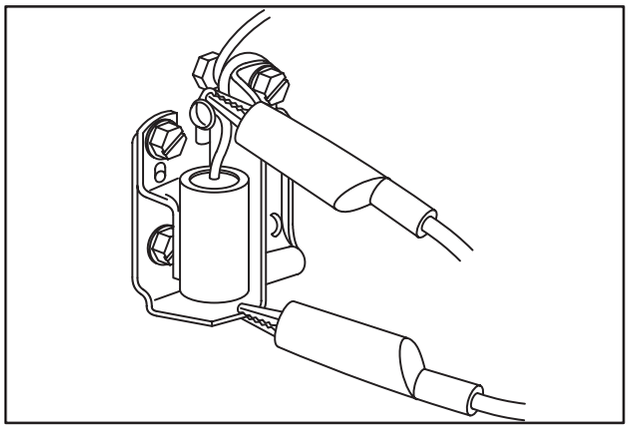

Fig. 73 – CONNECTING DIGITAL MULTIMETER #19357
4. Using Tool #19357 Digital Multimeter Meter, Fig. 73, set meter to ohms (Ω) and connect one test lead to breaker point primary lead.